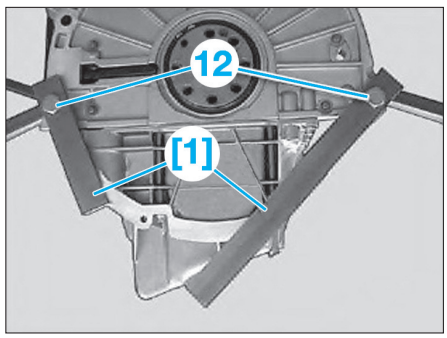

Fig. 35
- [1]. Plaque de montage réf BMW : 118780 **(Fig.35)**
- Positionner l'outil [1] avec les vis de boîte de vitesses (12) de façon à ce que le carter d'huile moteur affleure et soit parfaitement aligné avec le bloc moteur **(Fig.35)**.